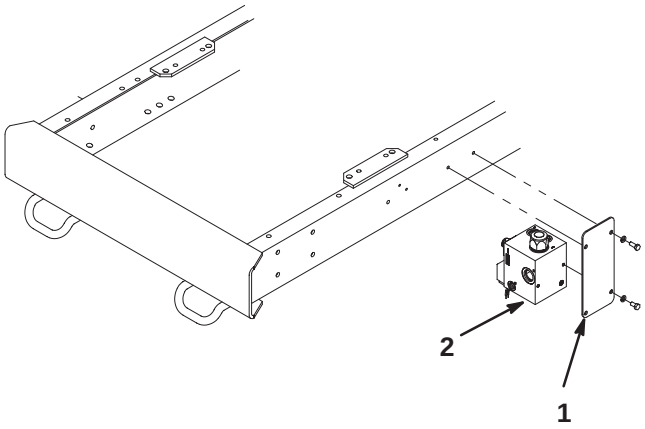

Figure 8
7. Attach the block bracket to the frame with two 5/16–18 x 3/4” lg. self tapping screws and washers (Fig. 8).
12. Mount the control block to the block bracket with two 5/16–18 x 5/8" lg. screws and washers (Fig. 8).